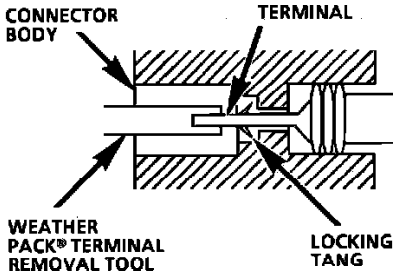

Fig. 21 Typical Weather Pack Connector and Terminal
Follow the steps below to repair Weather Pack(R) connectors, **Fig. 21.**
4. Insert the Weather Pack(R) terminal removal tool into the front (mating end) of the connector cavity until it rests on the cavity shoulder.